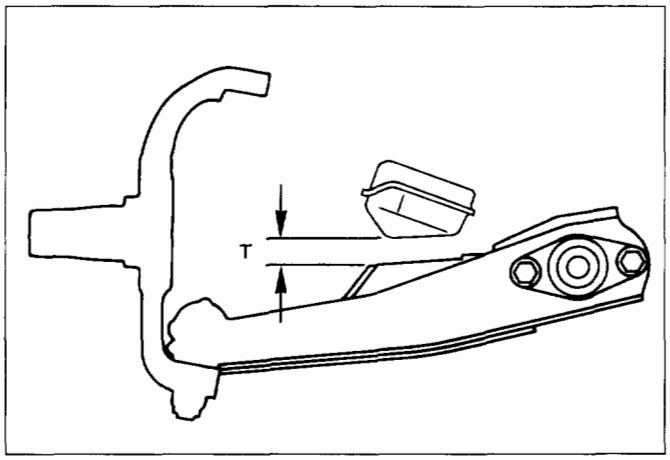

Fig. 3C-25
8. **Upper control arm assembly (Fig. 3C-26)**